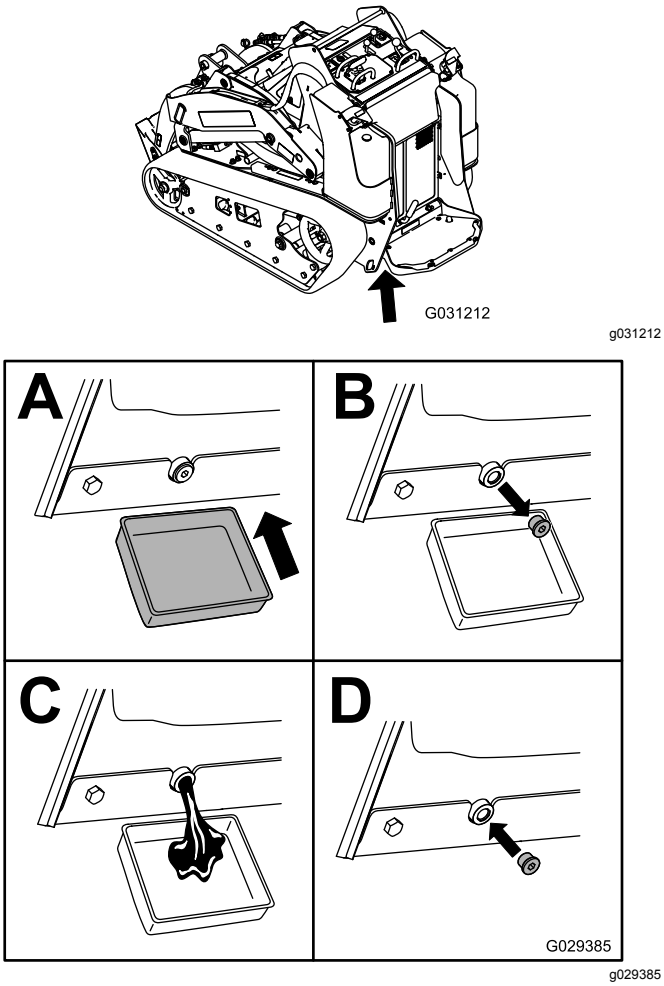

Rysunek 47
5. Spuść olej pod platformą (Rysunek 47).